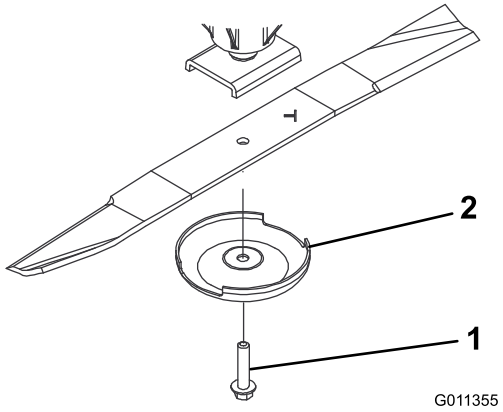

Figur 68
2. Tag fat i enden af skærekniven med en klud eller en tyk handske. Fjern knivbolten, antiskalperingsskålen og skærekniven fra spindelakslen (Figur 68).
3. Monter skærekniven, så seglet vender mod klippeskjoldet, sammen med antiskalperingskoppen og skæreknivsbolten (Figur 68). Tilspænd skæreknivbolten til 115-149 Nm.